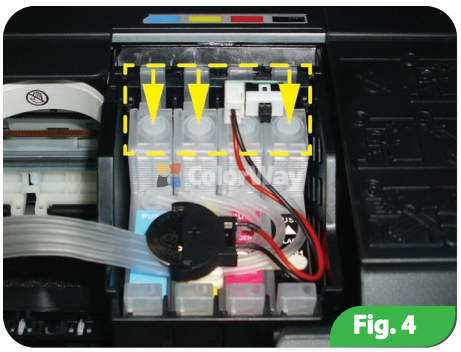

Fig. 4
4.4. Instale los cartuchos de la CISS en el carro de la impresora, tenga en cuenta que esto requiere más esfuerzo que al instalar los cartuchos originales. El principal esfuerzo al instalar se puede ejerser en la región de las tapas de los cartuchos. Cartuchos deben insertarse hasta que hagan clic, todas las lenguas debe estar enganchadas, de lo contrario el chip no contactara bien con la impresora y la impresora no reconocera el cartucho. Tratar este procedimiento con mucho cuidado y atención. (Fig. 4)